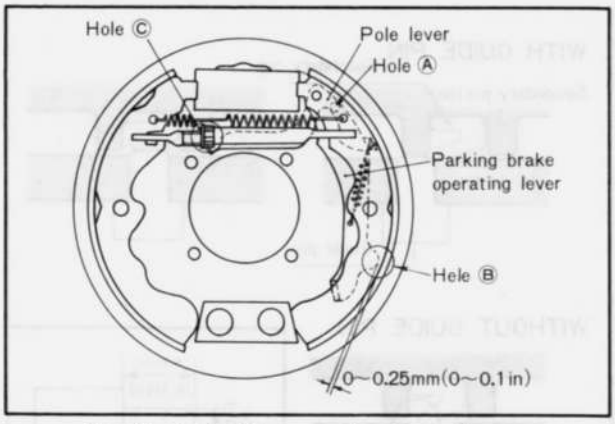

Fig. 11–4 Checking operating lever clearance
8. After adjustments are completed, check the clearance between the parking brake operating lever and shoe through the hole Ⓑ, as shown in Fig. 11–4. The clearance should be **0 ~ 2.5 mm (0 ~ 0.1 in).**